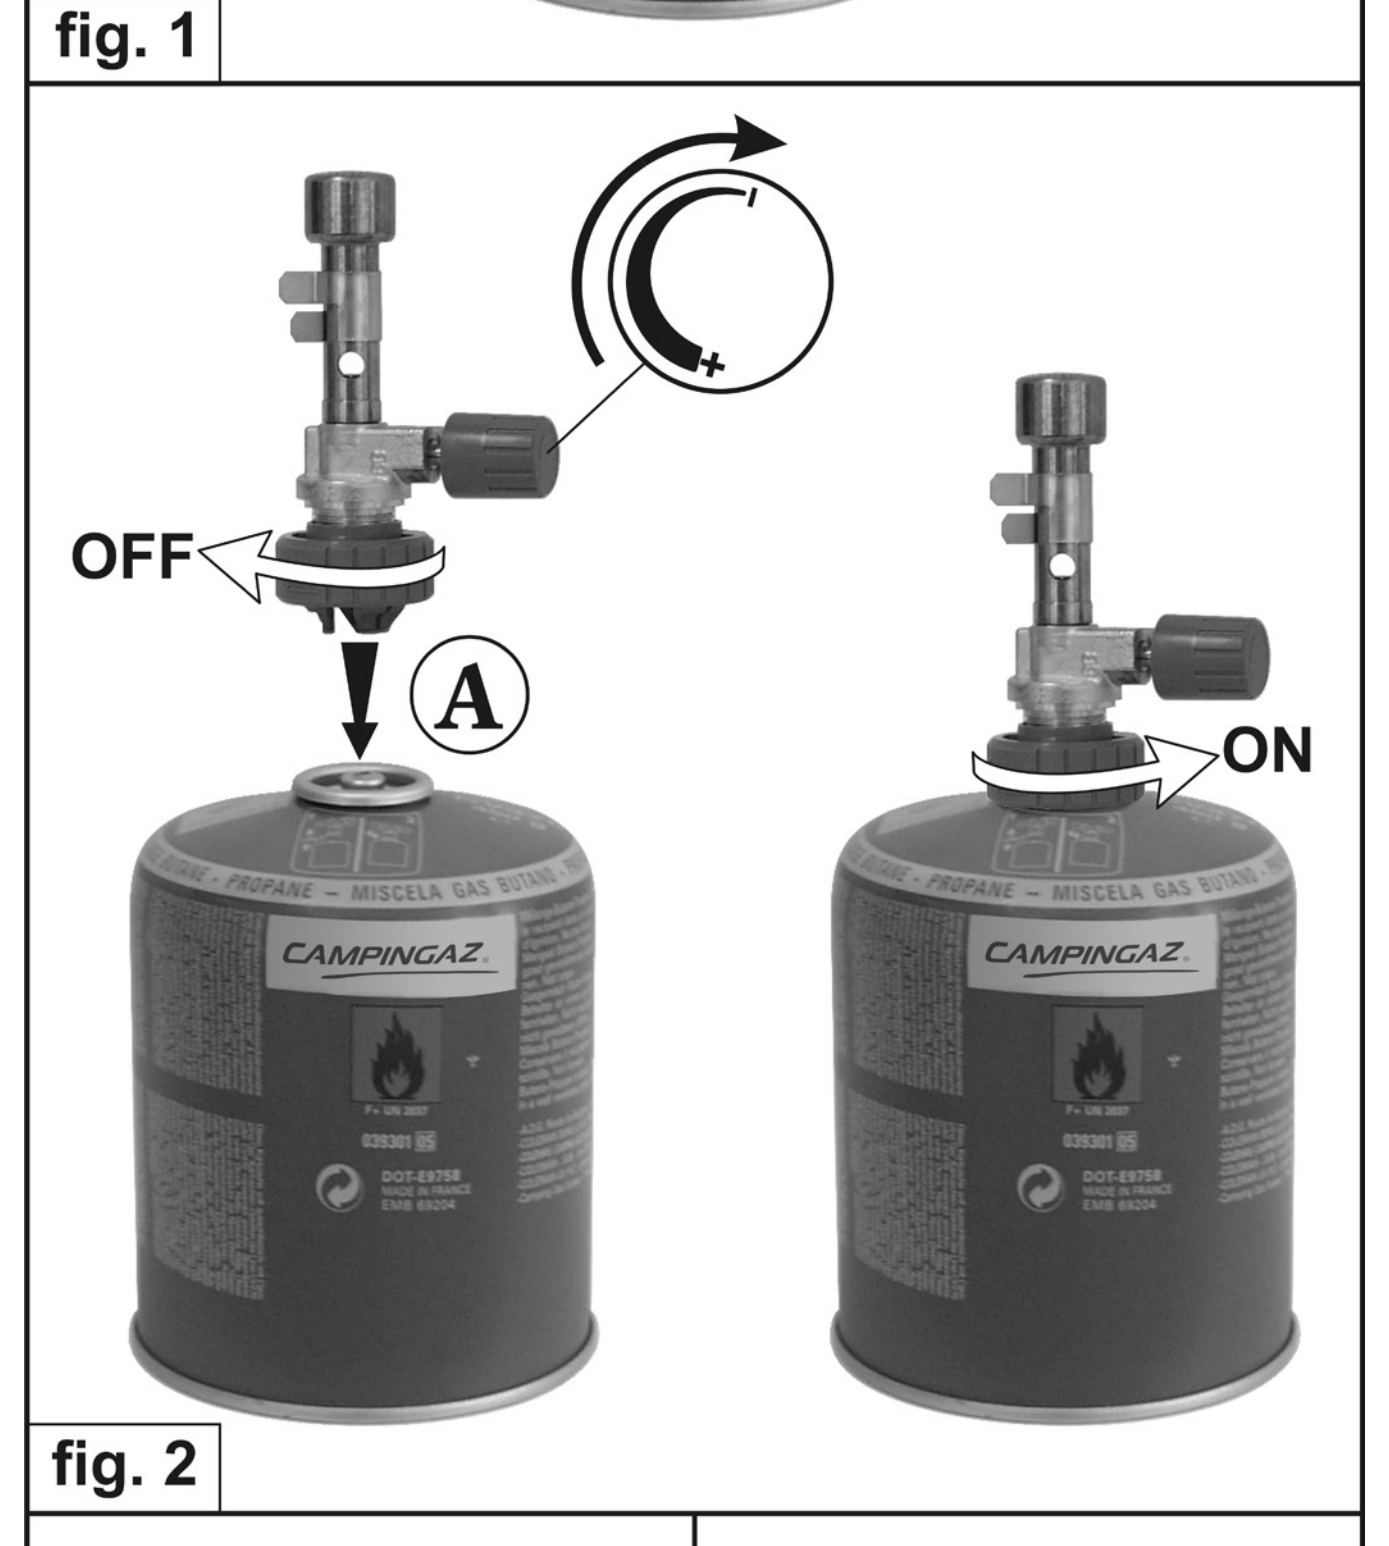

fig. 2
b) Vérifier que l'arrivée du gaz est bien fermée en tournant jusqu'à la butée le volant de réglage (3) dans le sens de rotation des aiguilles d'une montre (sens "-" de la flèche).
c) Dévisser la pince d'accrochage (4) (sens OFF) jusqu'à la butée, sans forcer (fig.2).
d) Introduire les 3 griffes ( 5) de la pince d'accrochage dans la coupelle (6) de la cartouche suivant flèche (A) (fig.2).
e) Revisser la pince d'accrochage (4) (sens ON) en maintenant l'appareil (fig.2).
b) Check that the gas supply is fully turned off by turning the control wheel (3) clockwise to its full extent ("-" direction of the arrow).
c) Unscrew the coupling device (4) (towards the OFF) to its full extent, without forcing it (fig.2).
d) Insert the 3 prongs (5) of the coupling device in the cup (6) of the cartridge as shown by the (A) arrow (fig.2).
e) Screw back again the coupling device (4) (towards the ON) by holding the equipment (fig.2).